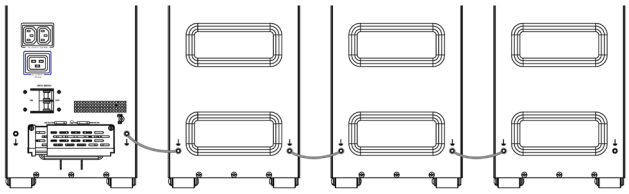

Fig. 42. Unión de varios EBM con enlaces de tierra adicionales.
2. Para añadir más de 2 EBM son necesarios cables de tierra adicionales (sección de 10 mm^2) (Fig. 42).